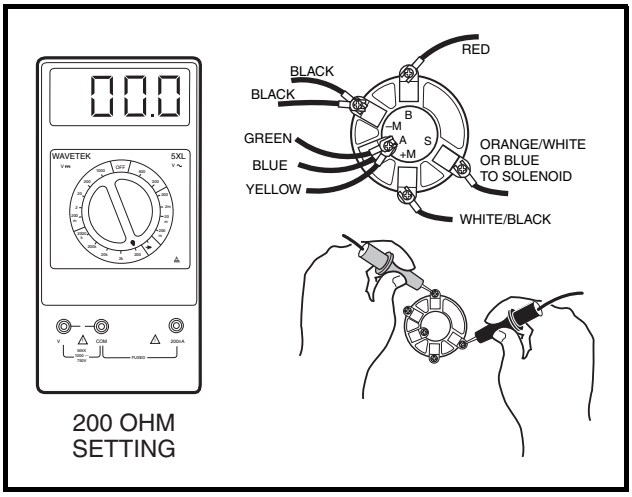

Figure 11-14 Key Switch Starter Circuit Test for Key-Start Vehicles
5.3. Insert the key and hold the key in the START position. The reading should be continuity. If the reading is incorrect, replace the key switch **(Figure 11-14, Page 11-20)**. With the red (+) probe of the multimeter on the (B) terminal and the black (–) probe on the (A) terminal of the key switch, the reading should be continuity. If either reading is incorrect, replace the key switch. **See Key Switch Removal, Section 12, Page 12-13.**